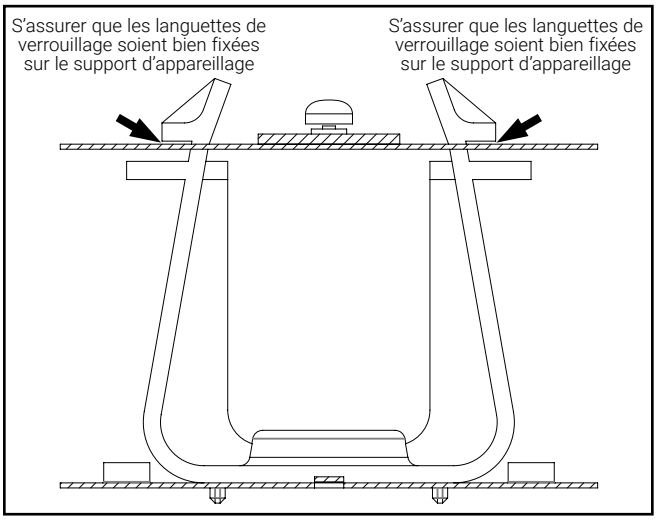

Figure 9.
7. Remettez le support d'appareillage dans le canal. Fixez-le en appuyant fermement dessus à côté des encoches des languettes de verrouillage. Évitez de toucher aux DEL. Un clic retentira lorsqu'il sera bien installé. Pour vérifier si le support d'appareillage est bien installé, les languettes de verrouillage doivent se trouver au-dessus du support (figure 9). Assurez-vous que tous les fils soient à l'intérieur du canal et sous le support d'appareillage avant de le fixer au canal.